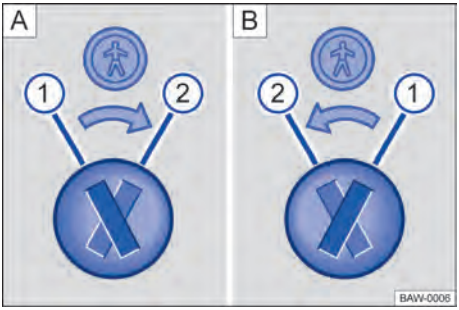

Fig. 46 Trava de segurança para crianças: A porta traseira esquerda, B porta traseira direita.
Legenda para → Fig. 46:
– Introduzir a haste da chave na ranhura da trava de segurança para crianças para ativar ou desativar → Fig. 46.